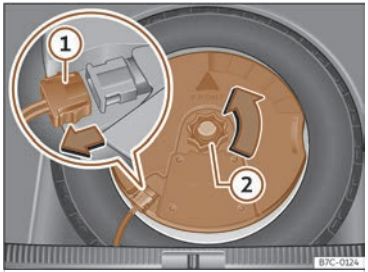

Fig. 223 Al maleter: desmuntar el subwoofer.
- Desconnecteu el cable de l'altaveu subwoofer ››› fig. 223 ①.
- Gireu la rodeta de fixació en sentit contrari a les agulles del rellotge ››› fig. 223 ②.